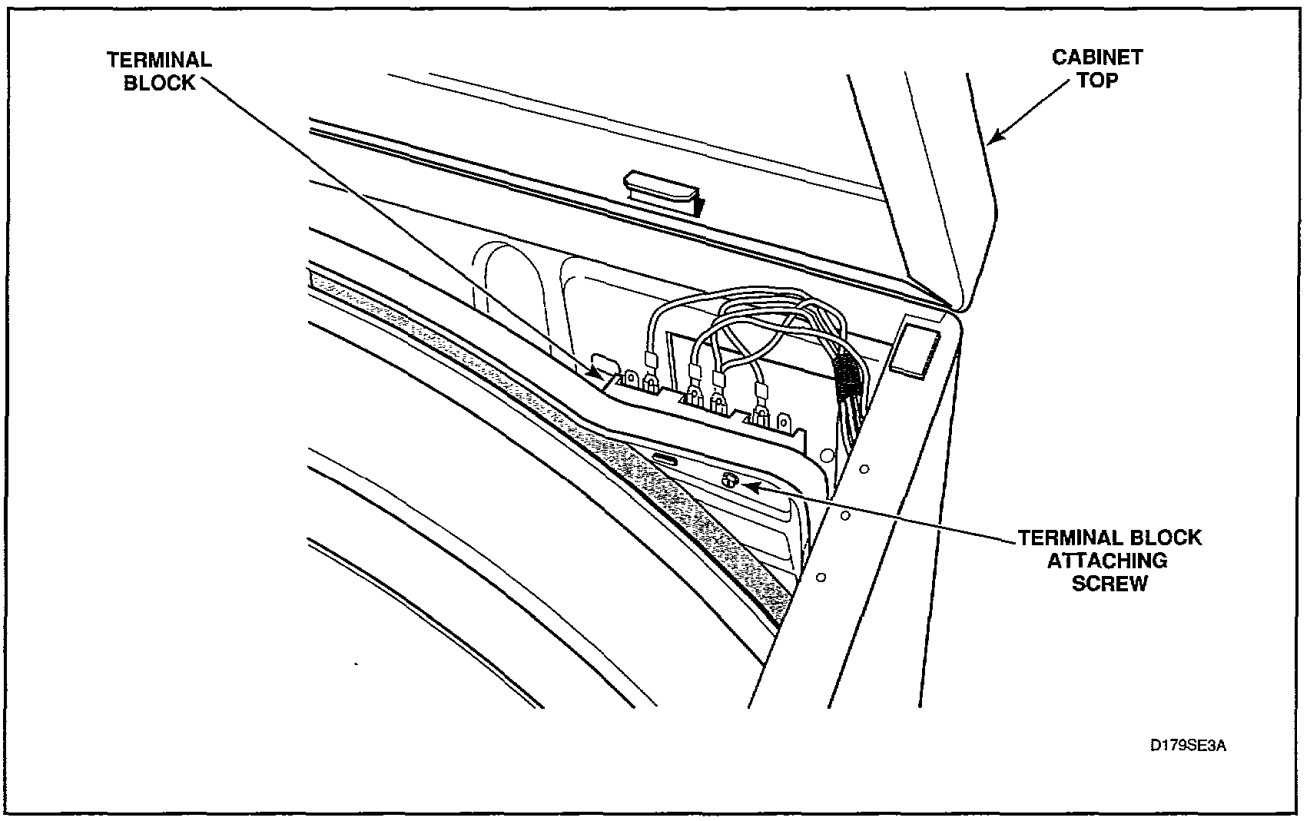

Figure 44
(7) Remove all wires from terminal block. (Refer to appropriate wiring diagram when rewiring terminal block.)
(8) Remove screw holding terminal block to rear bulkhead, *Figure 44.*